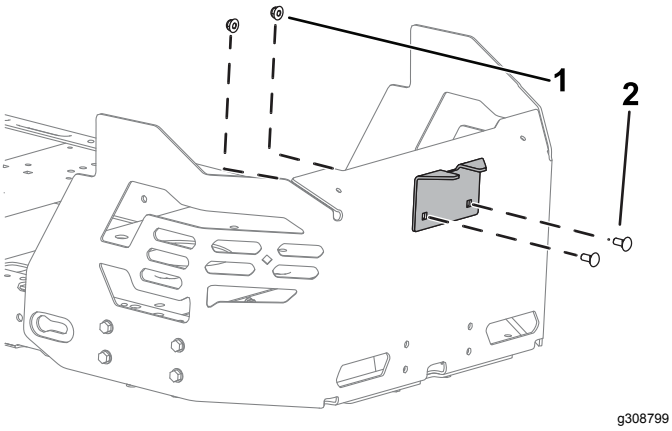

Figur 14
2. Monter stabilisatorbeslaget på motorskærmen vha. 2 bræddebolte (5/16" x ¾") og 2 låsemøtrikker (5/16") som vist i Figur 14.